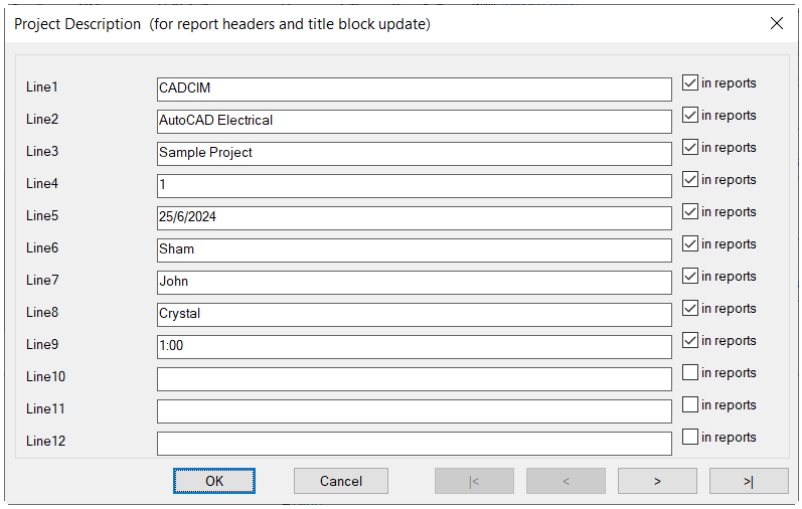

Figure 2-61 *The* ***Project Description*** *dialog box*
9. Enter the following information in the **Project Description** dialog box, as shown in Figure 2-61.
Next, select the **in reports** check box corresponding to each of these lines to include this description in the reports, refer to Figure 2-61.